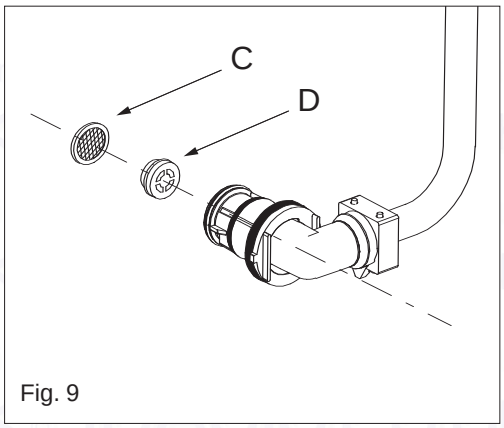

Fig. 9
- remove the water filter **C** (fig. 9)
- remove the governor **D** (fig. 9)